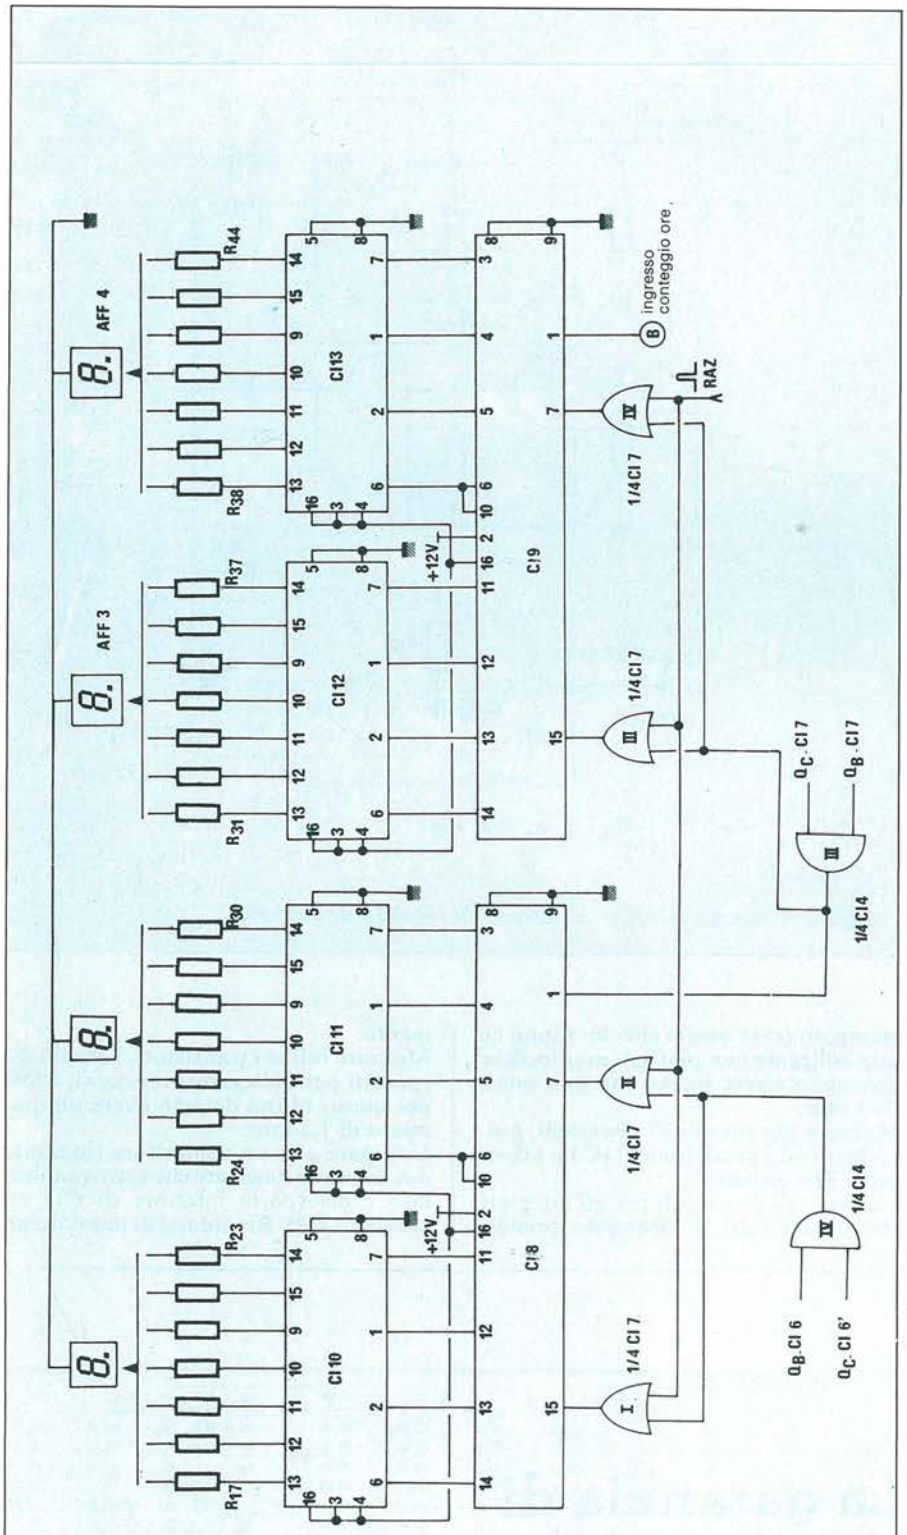

*Figura 6. Schema elettrico della sezione di conteggio e visualizzazione.*
**5. Conteggio e visualizzazione** (Figura 6)